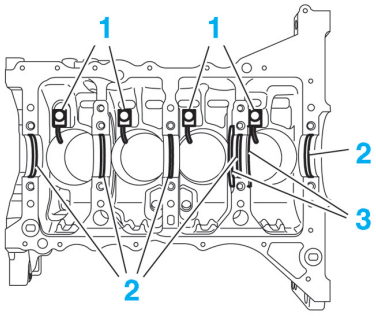

Fig.40
Reposer les gicleurs de fond de pistons (1) (Fig.40).